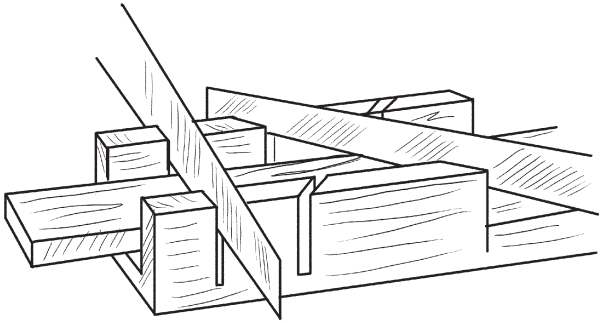

Рис. 85. Стусло
- при необходимости распилить материал под каким-либо углом, применяют стусло — лоток, изготовленный из 3 досок толщиной 25–30 мм, в боковых стенках которого под разными углами проделаны пропилы (рис. 85).